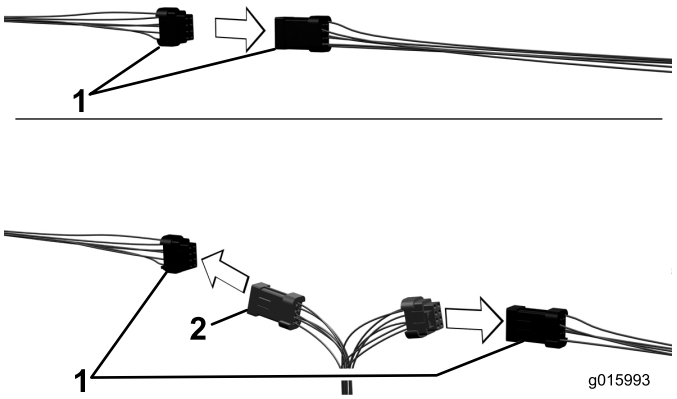

Figure 15
– À l'arrière de la cabine, débranchez le faisceau de câblage de la cabine du faisceau de câblage du groupe de déplacement (connecteurs à 8 broches) (Figure 15).
– Branchez le faisceau du kit d'éclairage aux faisceaux de cabine et de groupe de déplacement (Figure 15).